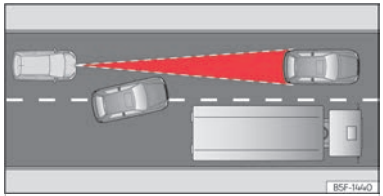

Fig. 141 Cambio de carril de un vehículo.
- Vehículos que cambien al carril por el que usted circula a poca distancia de su vehículo ››› fig. 141.